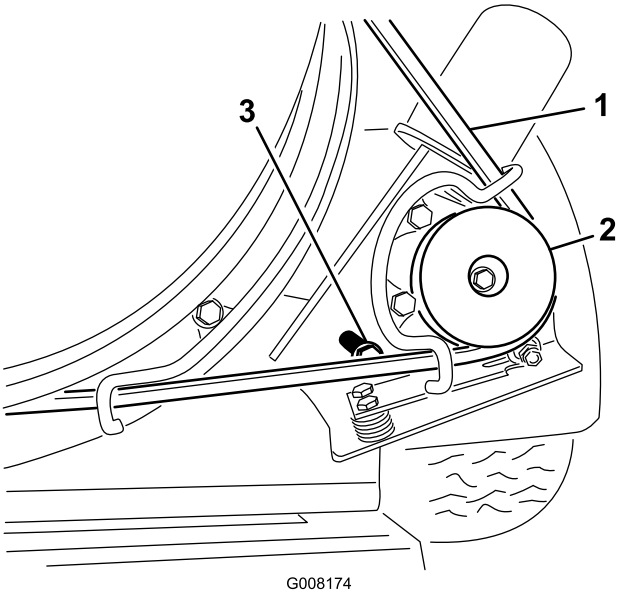

Figur 30
1. Løsne boltene som fester remskivens monteringsbrakett til blåserrammen (Figur 30).